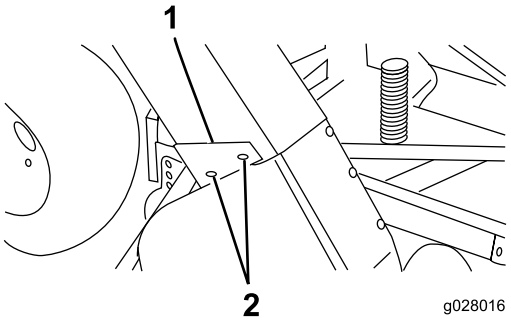

図 19
4. ブロアの開口部にシュートを被せ、取り付けスタッドにセットする図 19。